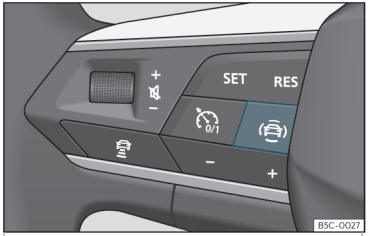

Fig. 58 Lado izquierdo del volante multifunción: tecla para los sistemas de asistencia al conductor (según versiones).
- Pulse el botón ›››fig. 58 para abrir el menú **Asistentes**.